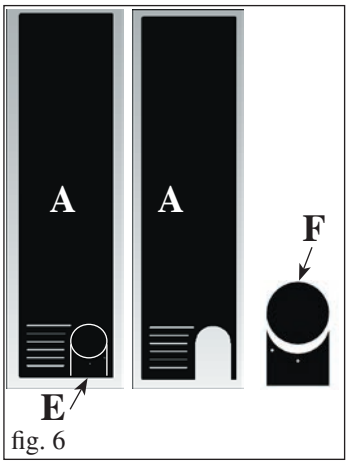

fig. 6
Retirer le diaphragme prédécoupé (E - fig. 6) du côté métallique (A), précédemment démonté, pour permettre le passage du conduit de sortie des fumées (non fourni).